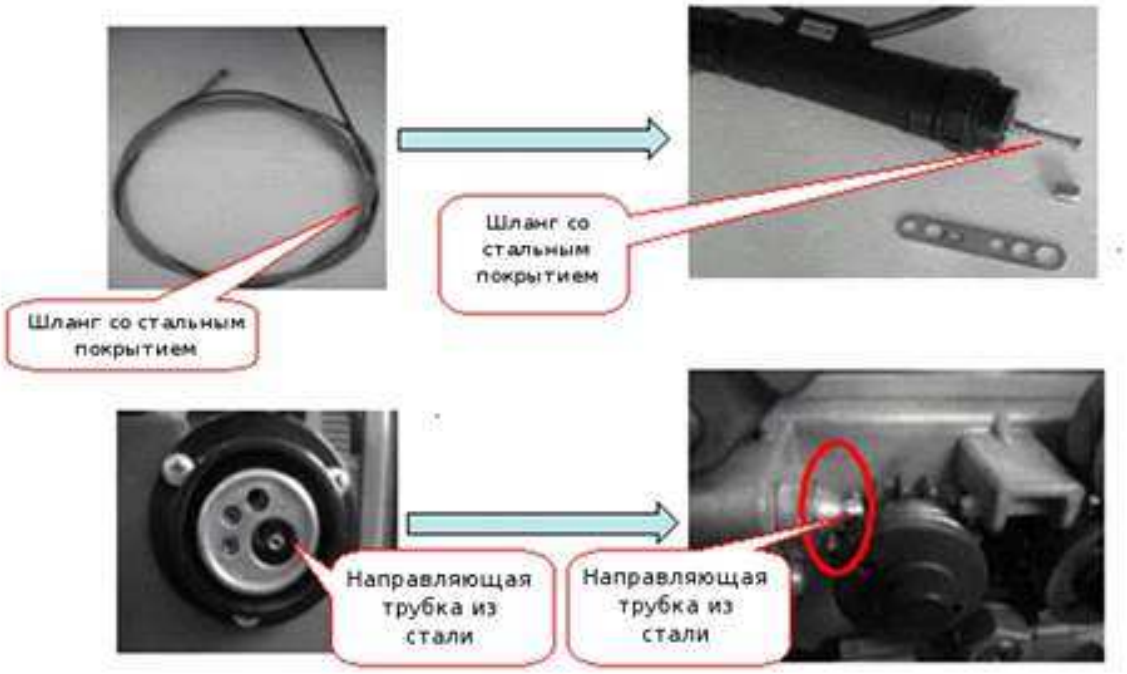

Рис.6: Руководство по установке шланга армированного стальным полотном
4.9 Последовательность установки шланга, армированного стальным полотном, представлена на Рис. 6: